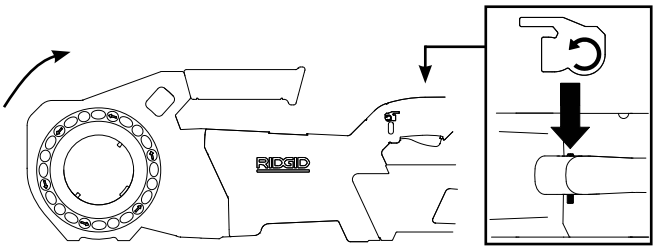

Рис. 5A - Положение переключателя ВПЕРЕД (по часовой стрелке)
- Переместите ползунковый переключатель вперед/назад в положение вперед. Нажмите и отпустите пусковой переключатель ВКЛ/ВЫКЛ. Убедитесь, что силовой привод вращается в правильном направлении *(см. рис. 5A)* и останавливается при отпускании переключателя.